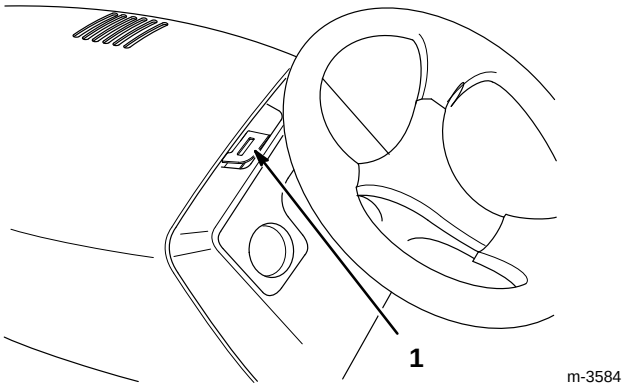

Figure 1
2. Insérer la lame d’un tournevis du côté droit de la fente illustrée à la figure 1, et pousser vers la gauche pour déverrouiller le capot.